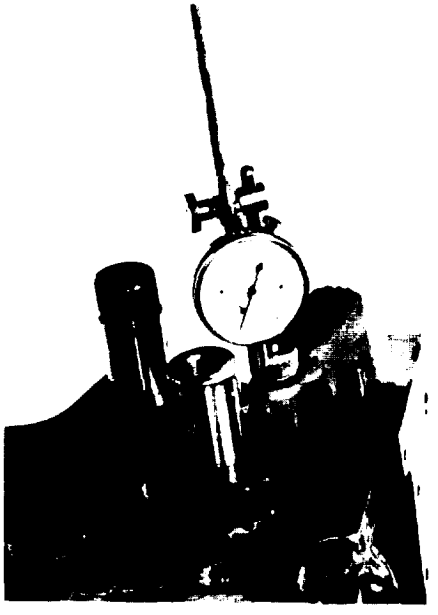

Figure 5-63. Crankshaft End Play Check
b. Install a dial indicator so that the contact point rests against the crankshaft gear, as shown in figure 5-63.